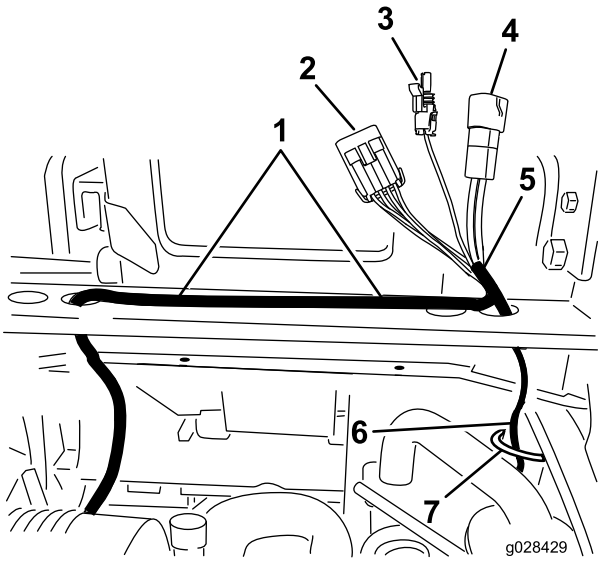

Figur 23
3. Fra samme ende i ledningsnettet som det store stik føres den lange førerhusledning (med 3 stik) ned ad styrtbøjlestiveren, under bagpanelets vange og op gennem hullet i bunden af kontrolpanelet (Figur 23).